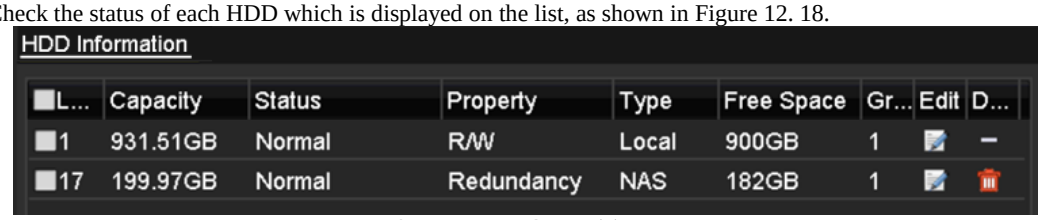

Figure 12. 18 View HDD Status (1)
2. Check the status of each HDD which is displayed on the list, as shown in Figure 12. 18.